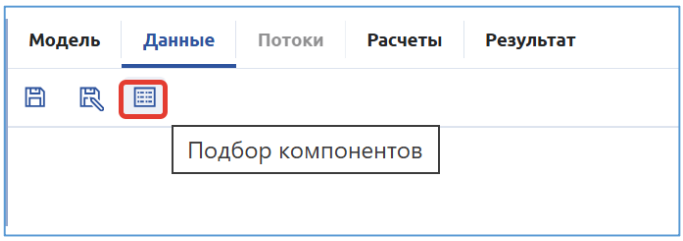

Рисунок 25. Команда «Подбор компонентов»
1. На панели управления раздела «Данные» выполнить команду «Подбор компонентов» (Рисунок 25).